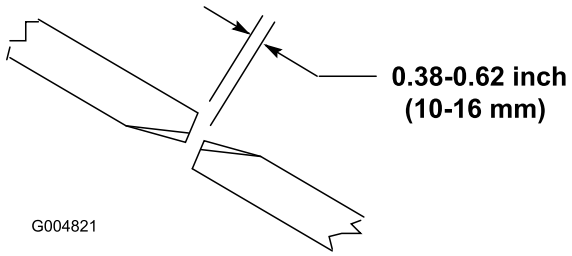

図 27
刈り込みデッキが適切に作動できるように、ウイング側と中央のブレードとの間に 1016mm の隙間を確保してください 図 27。
2. 中央のブレードとその隣のウイングブレードを手で回してブレードの先端どうしを整列させる。先端から先端までの距離を測る。 1016mm であれば適正である 図 27。